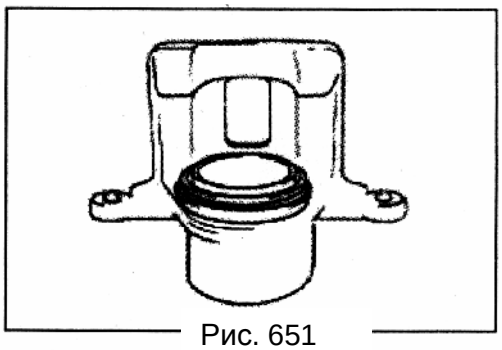

Рис. 651
4) Вытяните поршень из цилиндра, но не до конца, и проверьте правильность установки пыльника (Рис. 651).